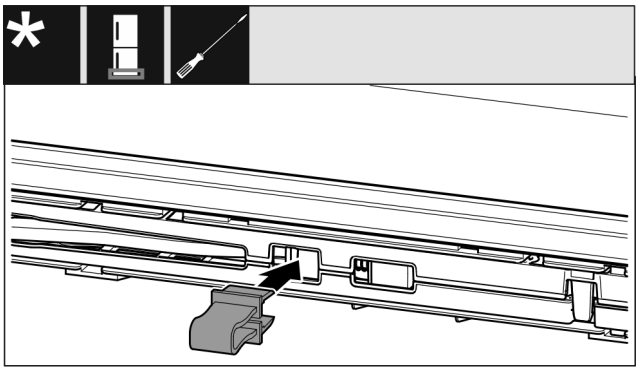

Fig. 14
▶ Fixați în poziție siguranța în deschizătură. (vezi Fig. 14)